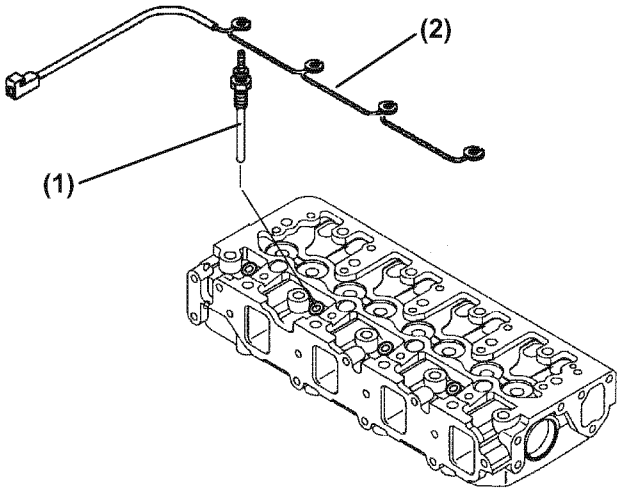

Figure 6-6
1. Remove the glow plug harness **(Figure 6-6, (2))** from each glow plug **(Figure 6-6, (1))**.